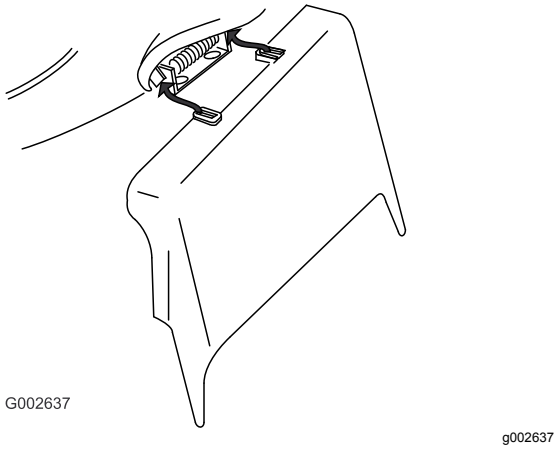

**Rysunek 31**
3. Zamontuj boczny tunel wyrzutowy i zamknij pokrywę tunelu (Rysunek 31).